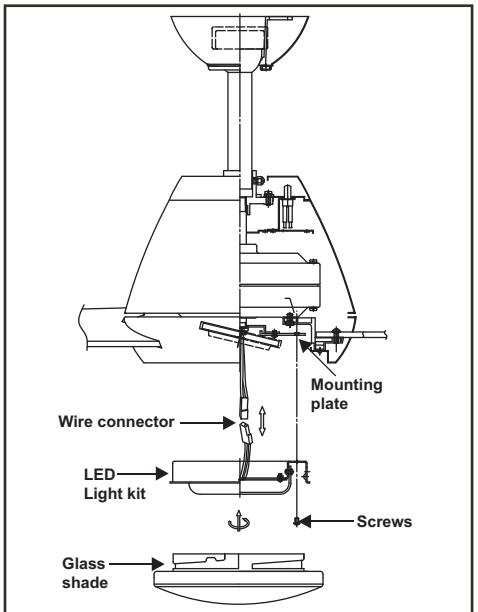

Figure 17
Step 1. Remove the 1 of 3 screws from the posts of the mounting plate and keep it for future use. Loosen the other 2 screws. (Do not remove) (Fig. 17)
Step 3. Place the key holes in the LED light kit over the two screws previously loosened from the mounting plate. Turn the LED light kit until the LED light kit locks in place at the narrow section of the key holes. (Fig. 17)
Step 4. Securely tighten the two light kit mounting screws previously loosened and the one previously removed. (Fig. 17)
Step 5. Raise glass shade up against the LED light kit, and secure it to fan by turning light kit shade clockwise until snug. DO NOT OVERTIGHTEN. (Fig. 17)